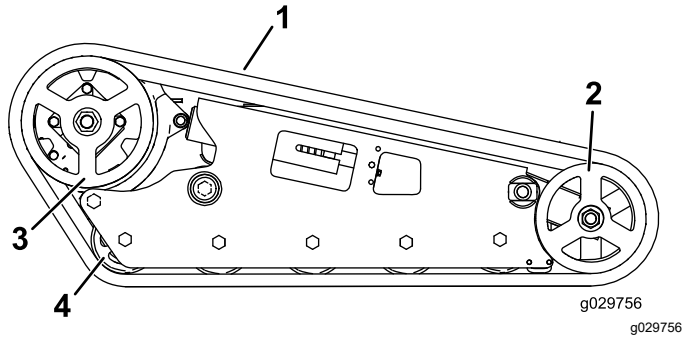

**Figur 55**
***Viktigt:*** **Se till att rengöra väghjulen, framhjulet och drevet ordentligt (Figur 55). Väghjulen ska rotera fritt när de är rena.**